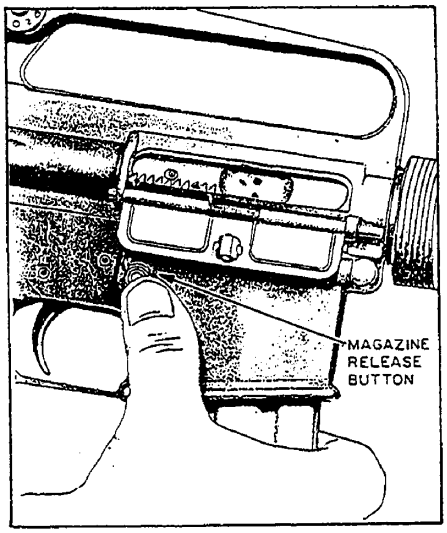

Figure 3-6.—Removing the magazine.
2. Remove the magazine, as shown in figure 3-6. Grasp it with the right hand (fingers curled around the front of the magazine, thumb placed on the magazine catch button). Apply pressure on the magazine catch button with the thumb, and pull the magazine straight out of the weapon.
With the hammer cocked, place the selector lever on SAFE. (See fig. 3-6.) Notice that you cannot place the selector lever on SAFE unless the rifle is cocked. You may insert the magazine with the bolt and bolt carrier open or closed; however, you should learn to load with the bolt open. This reduces the possibility of first-round stoppage and saves the time needed to pull the charging handle to the rear.